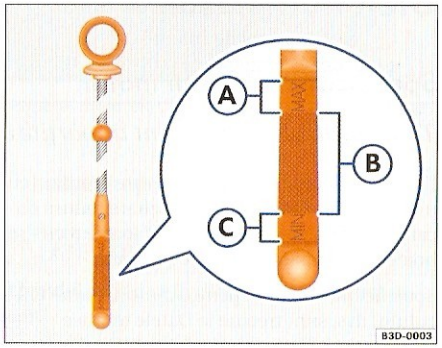

Fig. 12 Imagine de referință: Joja cu marcaje.
– Scoateți joja, citiți nivelul uleiului ⇒ fig. 12 și adăugați ulei, dacă este necesar ⇒ pagina 56, "Completarea cu ulei".
- Dacă nivelul uleiului se găsește deasupra zonei ⇒ pagina 54, fig. 12" Ⓐ, nu porniți motorul – pericol de avarie la catalizator sau la motor! Adresați-vă unui service specializat.
- Imaginea ⇒ pagina 54, fig. 12" înfățișează o imagine a jojei. Joja poate avea forme și culori diferite. Marcajele ilustrate sunt valabile pentru toate tipurile de joță.
– Când nivelul uleiului se află în zona ⇒ pagina 54, fig. 12" Ⓑ, puneți din nou capacul.
Dacă nivelul uleiului se găsește deasupra zonei ⇒ pagina 54, fig. 12" Ⓐ, nu porniți motorul – pericol de avarie la catalizator sau la motor! Adresați-vă unui service specializat.
Nivelul uleiului nu trebuie să fie în nici un caz, deasupra zonei ⇒ pagina 54, fig. 12" Ⓐ. În caz contrar, uleiul poate fi absorbit în motor și ar putea ajunge în atmosferă prin instalația de evacuare a gazelor. ◀